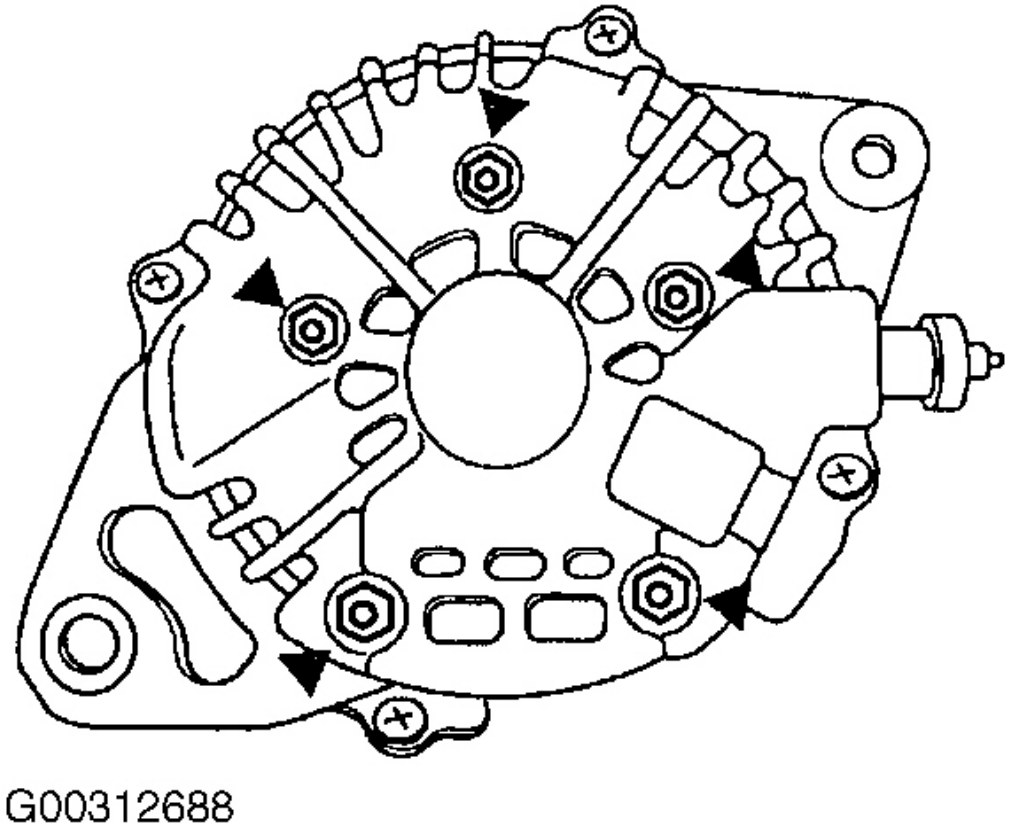

Fig. 15: Extracción de 5 tornillos de rectificador
8. Retire los cinco tornillos que sujetan el soporte del rectificador y un cepillo. Ver **La Fig. 15** .